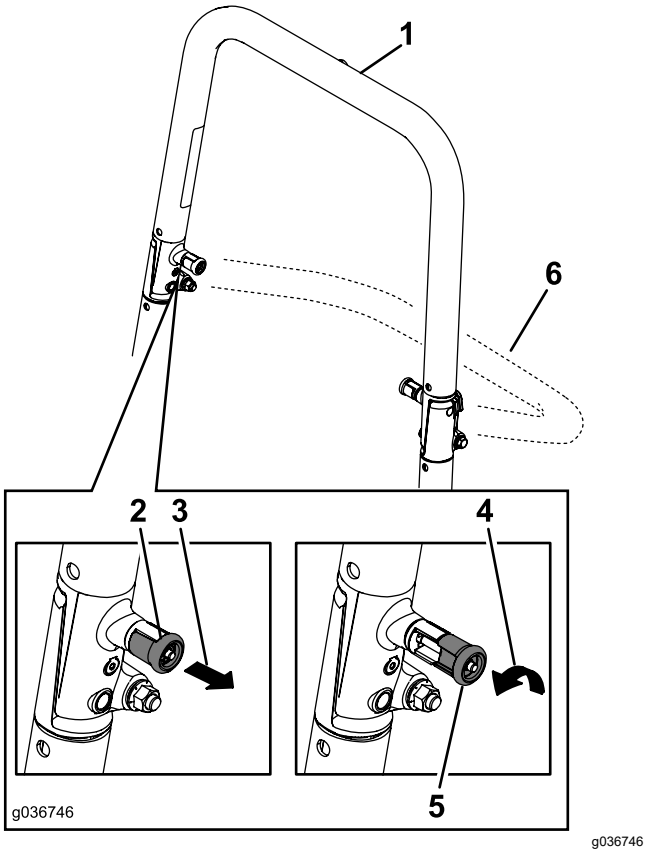
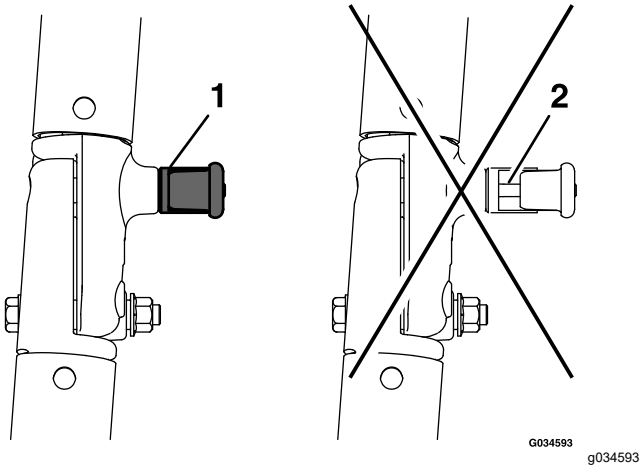

**Figur 54**
**Figur 55**
**Bemærk:** Den øvre bøjle på styrtbøjlen skal muligvis skubbes fremad eller trækkes bagud for at få begge greb helt i (Figur 54 og Figur 55).